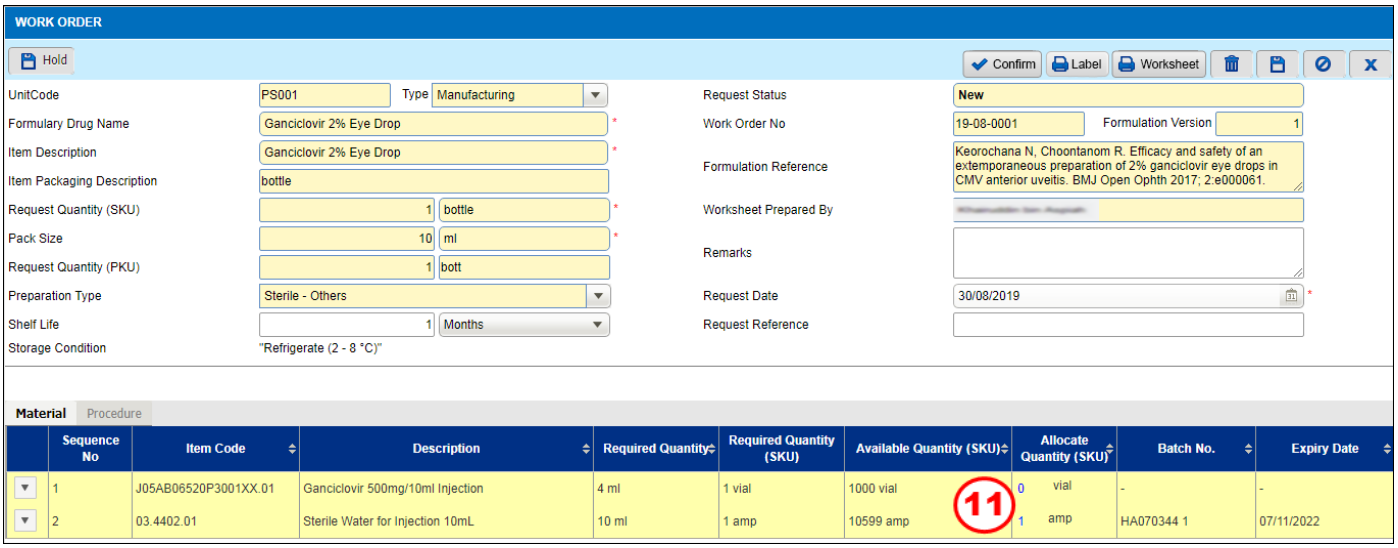

Figure 3.1-7 Work Order
- *Work Order screen will be displayed as shown in the Figure 3.1-7.*